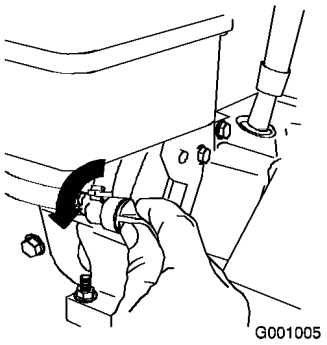

Figur 26
3. Drei drivstoffavstengningsventilen mot klokken for å åpne den (Figur 26).